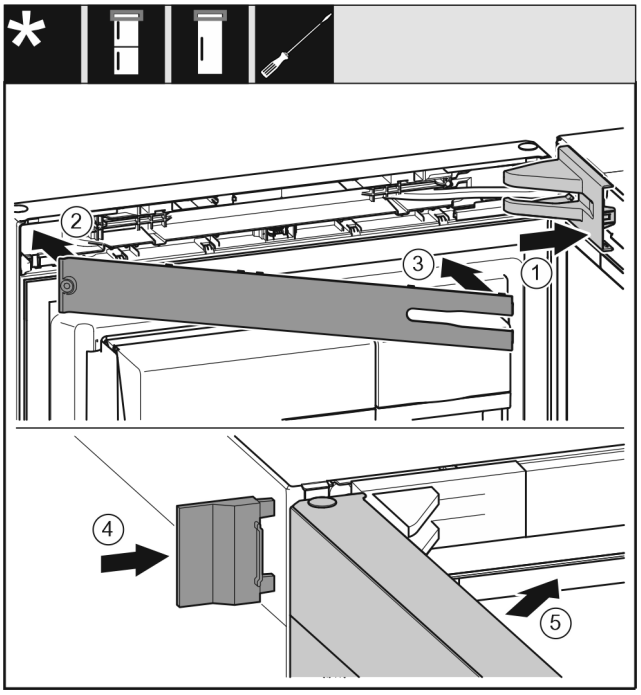

Fig. 26
▶ Lagerbockabdeckung *Fig. 26 (1)* aufsetzen und einrasten, ggf. vorsichtig auseinanderdrücken.
▶ Blende *Fig. 26 (2)* aufsetzen.
▶ Blende *Fig. 26 (3)* einschwenken und einrasten.
▶ Äußere Abdeckung *Fig. 26 (4)* aufschieben.
▶ Obere Tür *Fig. 26 (5)* schließen.